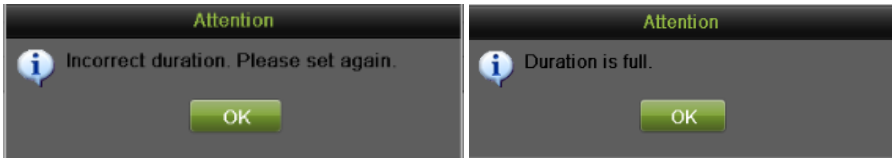

Figure 49 Schedule Configuration Error Messages
5) If there are scheduling errors detected, error messages such as those shown in Figure 49 will appear.